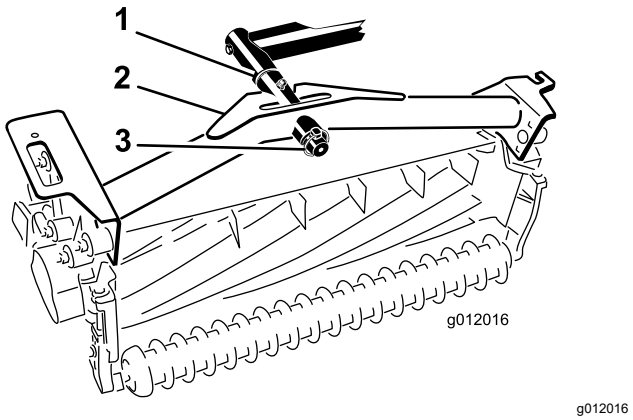

**Figur 21**
2. Skjut på klippenhetens bärram på svängtappen och fäst den med en hjulsprint (Figur 21).